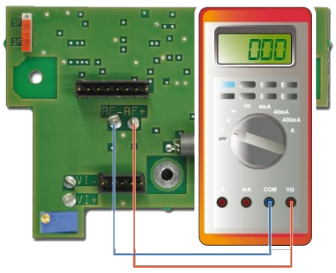

Рисунок 22
- Замечание: сигнал, передаваемый датчиком CTX300 (токсическим или кислородным) на контроллер, можно измерить на главной плате, подключив милливольтметр к разъёмам, предназначенным для этих целей (Рисунок 22).